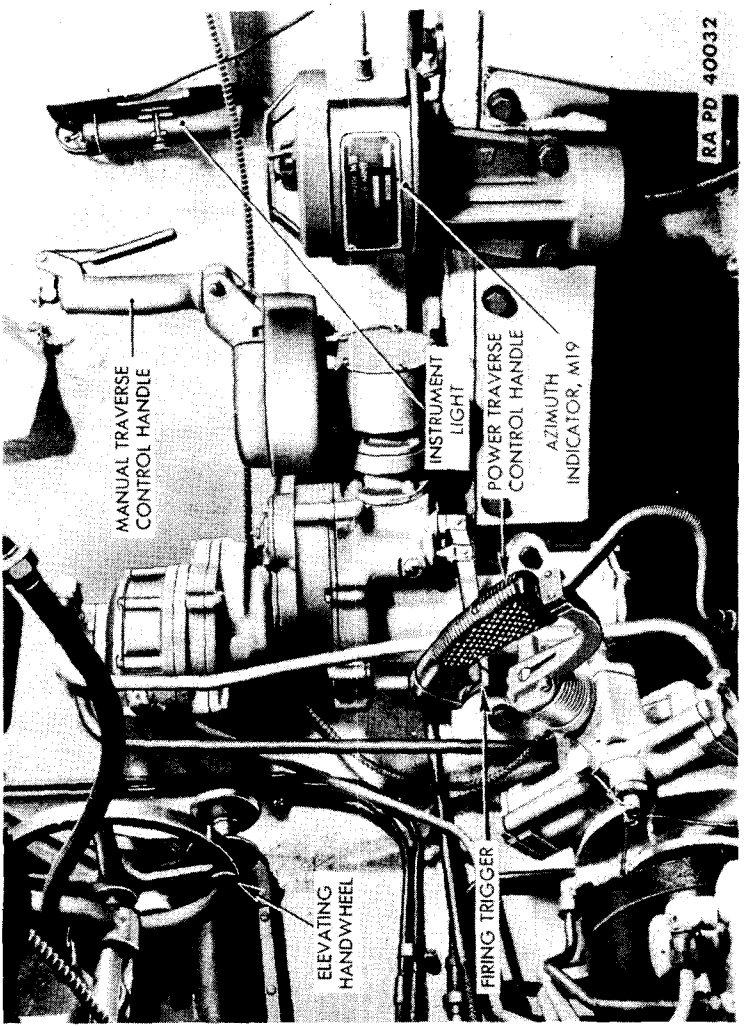

Figure 20 — Traversing Mechanism
c. **Firing Trigger or Finger Switch in 90-mm Gun Carriage T71 (M36) and Tanks T25E1 and T26E1** (figs. 20 and 21). The purpose of the firing trigger or finger switch is to operate the 90-mm gun electrically. This is done by depressing the trigger.